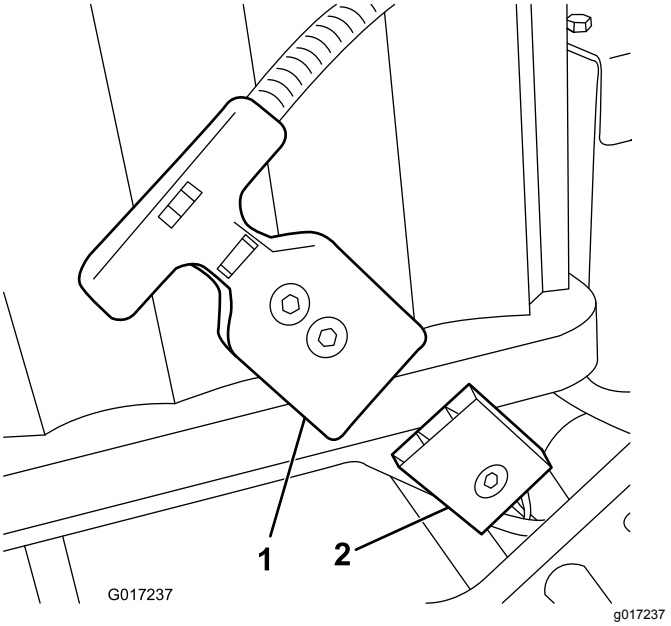

Figur 16
Obs: Om det inte går att passa in batteriuttaget med maskinens strömkontakt medan batteriet är monterat kan du istället koppla in kontakten till batteriet och montera batteriet efteråt Koppa ur huvudströmkontakten (Figur 16) från batteribasen. Koppla in kontakten i batteriet enligt beskrivningen ovan. Montera batteriet på basen och trä det tillhörande
16. Koppla in den T-formade kontakten från huvudkablaget till huvudströmkontakten på batteribasen (Figur 16).